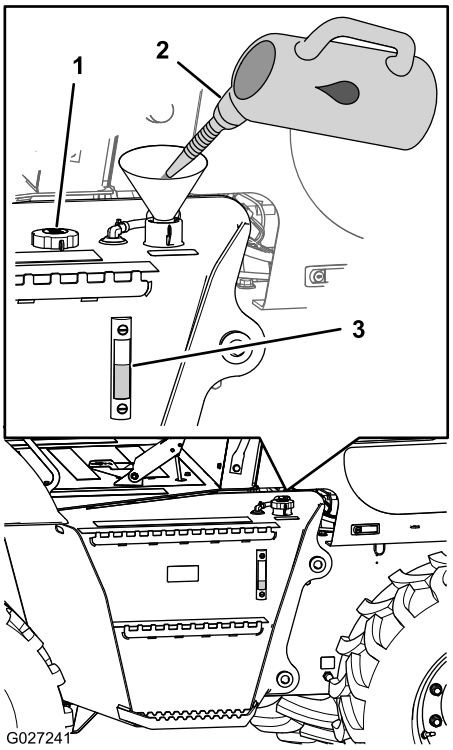

Figura 27
3. Compruebe el nivel del aceite hidráulico en la mirilla situada en el lado del depósito hidráulico (Figura 27).
4. Si el nivel de aceite hidráulico no es visible en la mirilla, retire el tapón de llenado (Figura 27) , añada aceite hidráulico del tipo especificado hasta que el nivel de